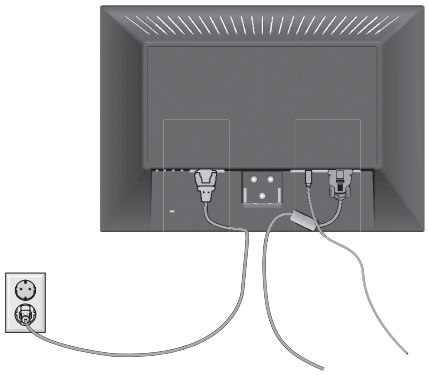

Figura R.3
5. Conecte el cable de CA y el cable de señal a la parte posterior del monitor (**figura R.3**).